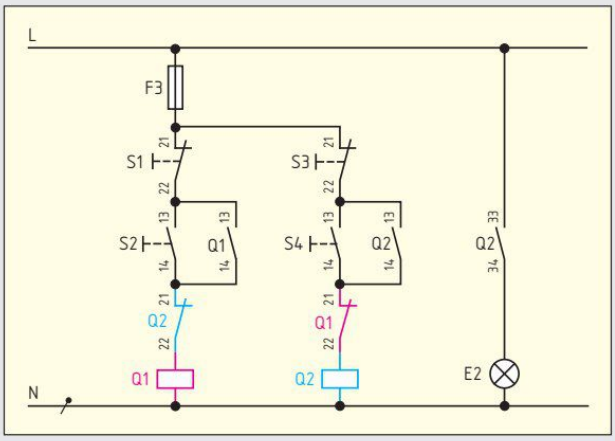

Bild 3: Wendeschützschaltung
5. Beschreiben Sie die Funktion der Schaltung in **Bild 3**, wenn Taster S4 betätigt wurde.
6. In der Schaltung **(Bild 3)** wurde vor dem Schütz Q1 versehentlich ein Schließerkontakt 23-24 von Q2 eingebaut. Beschreiben Sie die Funktion, wenn **a)** Taster S2 und **b)** Taster S4 betätigt wurden.